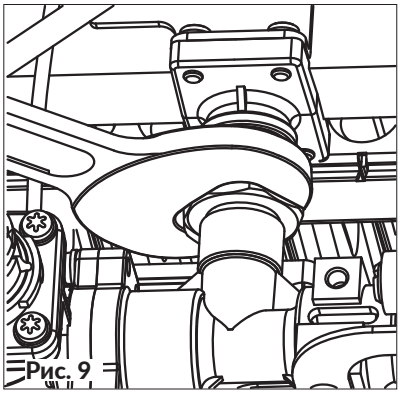

Рис. 9
- открутить гайку крепления основной горелки (рис.9);